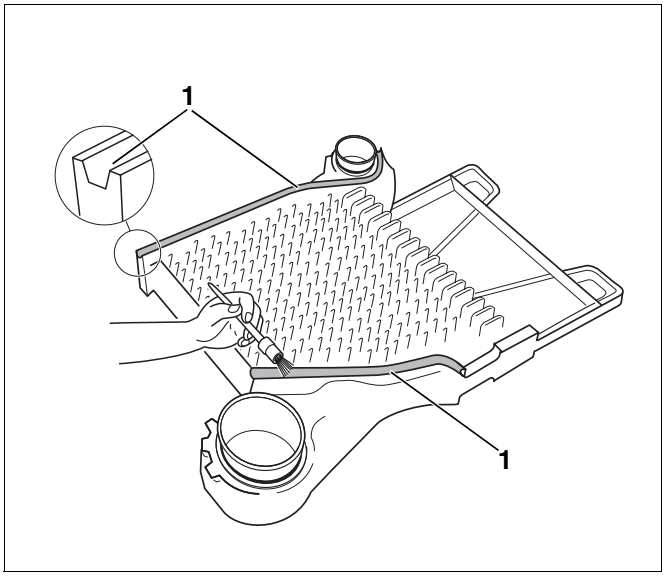

Afb. 9 Afdichtinggroeven met hechtmiddel instrijken
Opdat de afdichtingkoorden (afb. 9, **pos. 1**) goed zouden kleven, moet u ervoor zorgen, dat de afdichtinggroeven schoon en droog zijn.
- Strijk de afdichtinggroeven (afb. 9, **pos. 1**) in met hechtmiddel (hechtgrondlaag) zoals aangegeven in afb. 9.